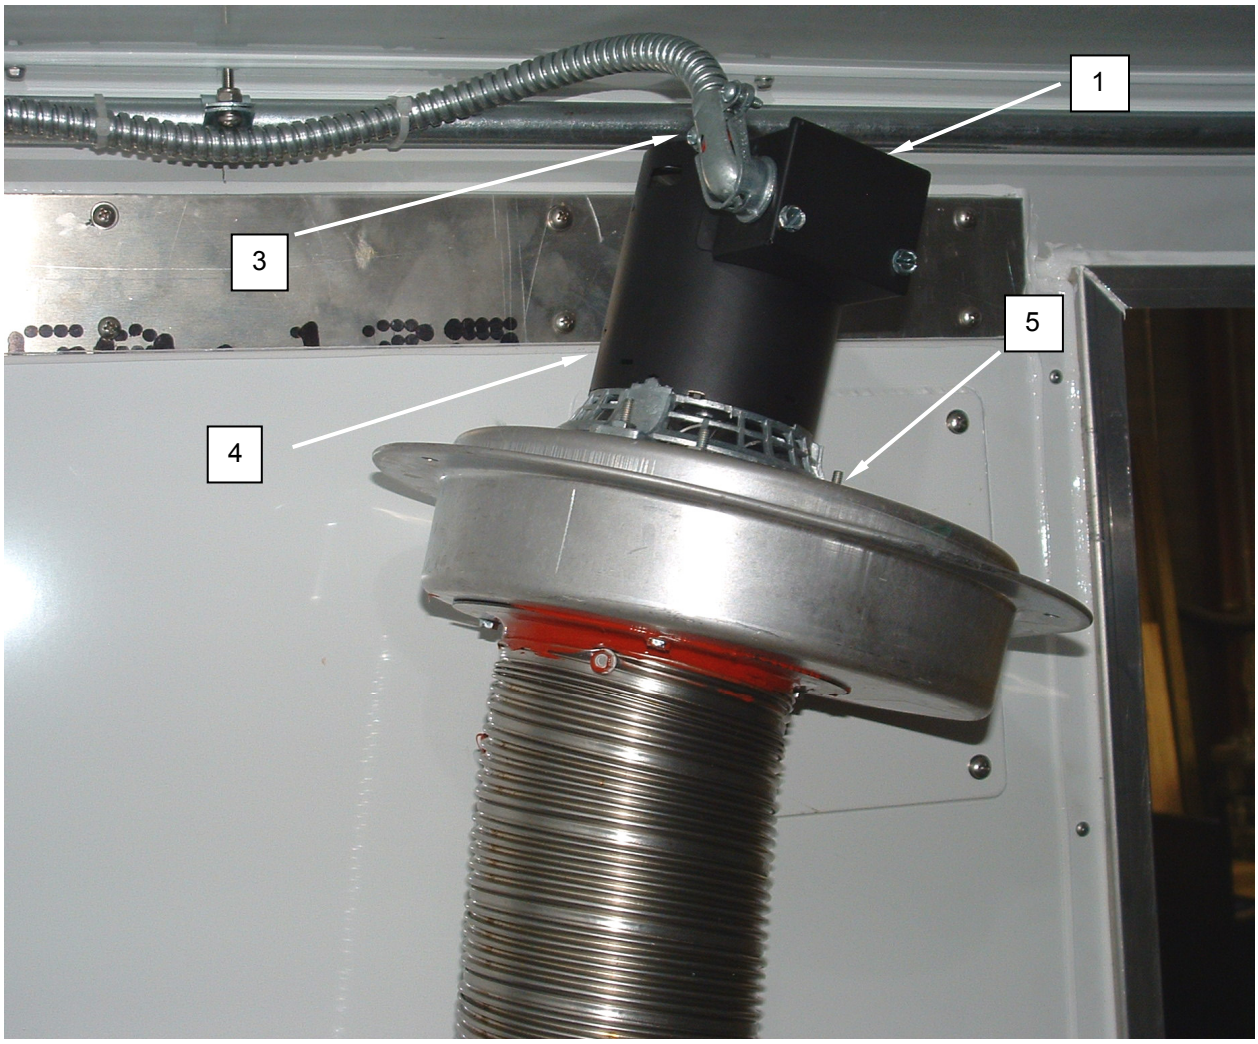

Figure 2. Replace the Draft Inducer.
2. Remove screws retaining junction box cover **(Figure 2, Item 1)**, and remove cover.
4. Remove locknut retaining conduit **(Figure 2, Item 3)** to junction box and remove conduit.
5. Remove screws retaining fan **(Figure 3, Item 4)** to fan volute **(Figure 2, Item 5)** and remove fan.
6. Remove screws retaining replacement fan **(Figure 2, Item 4)** to replacement fan volute **(Figure 2, Item 5)** and remove replacement fan.
7. Remove screws retaining junction box cover **(Figure 2, Item 1)** to replacement fan **(Figure 2, Item 4)**, and remove cover.
9. Install conduit **(Figure 2, Item 3)** into junction box, and retain with locknut.
11. Install replacement fan **(Figure 2, Item 4)** into fan volute and retain with screws.
12. Install junction box cover **(Figure 2, Item 1)**, and retain with screws.